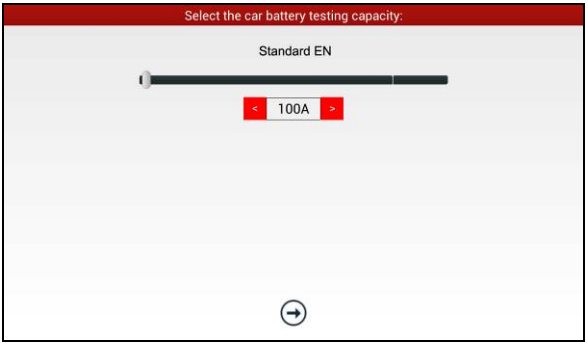

Fig. 11-6
6. Select a testing standard except for JIS and tap ⊖, a screen similar to Fig. 11-6 will appear. Users can adjust capacity size by tapping on < or > or by dragging the slider on the bar.